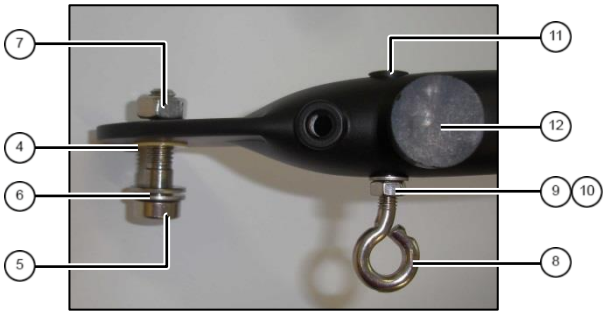

fig. 2: Silent blocks, bushings, bolts
2. Insert bushings ④ from inner side. Mount bolt ⑤, 2 washers ⑥ and nut ⑦ (fig. 2).
3. Assemble ring bolt ⑧, nut M5 ⑨, washer 5,2mm ⑩ and sleeve nut ⑪ (fig. 2).
4. Tighten silent blocks ⑫ (fig. 2).